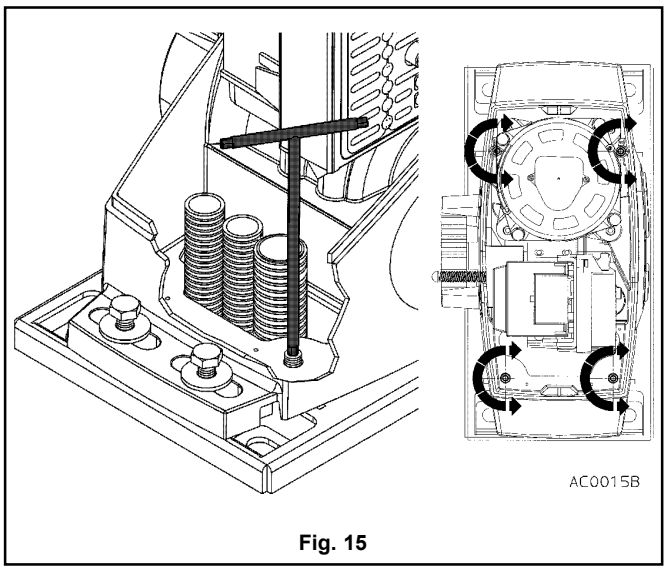
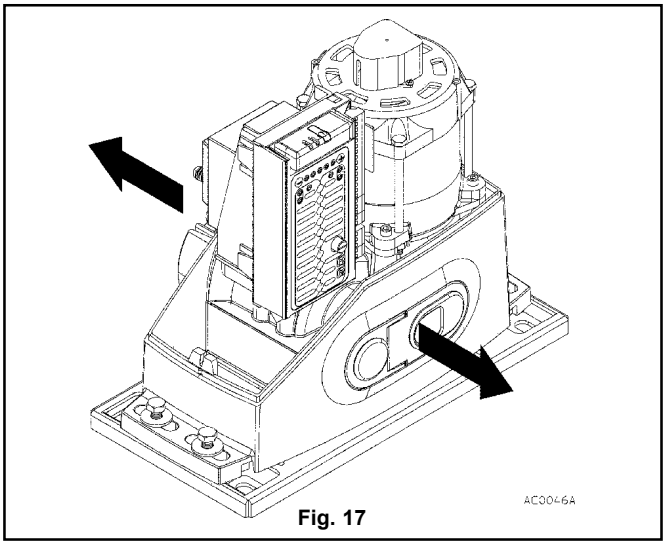
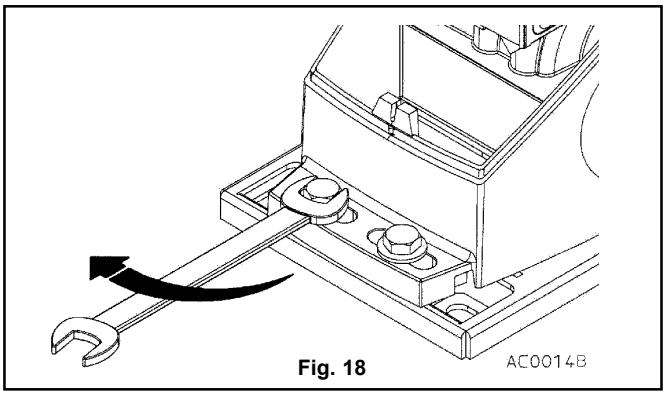
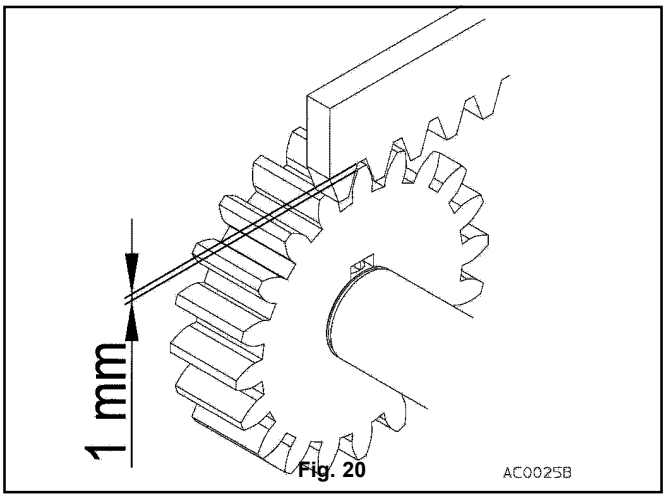

Fig. 15
Fig. 17
Fig. 18
Fig. 20
b) Agire sui 4 grani (fig. 15) fino a farli sporgere dal piano di appoggio del motoriduttore di circa 5 mm.
d) Effettuare la regolazione verticale del motoriduttore agendo sui 4 grani (fig. 15) e metterlo in bolla.
e) Effettuare la regolazione orizzontale e controllare che il motoriduttore sia perfettamente parallelo al cancello, spostandolo lateralmente come indicato in fig. 17.
f) Una volta che il motoriduttore è stato posizionato correttamente, fissarlo bloccando le 4 viti M10 e relative rondelle con una chiave fissa (fig. 18) o una a tubo. Rimontare i coperchi dei piedini di fissaggio.
e) Assicurarsi che tra il pignone e la cremagliera vi sia un gioco di circa 1 mm (fig. 20) per evitare di sforzare il pignone e quindi il riduttore.
i) Se la distanza tra cremagliera e pignone non è rispettata (gioco 1 mm circa, fig. 20), allentare di 2/3 giri le viti M10 di bloccaggio (fig. 18) e agire sui quattro grani (fig. 15) fino a ottenere la distanza corretta. Se necessario regolare il centraggio del pignone rispetto all'asse della cremagliera: avvicinare o allontanare il motoriduttore dal cancello facendolo scorrere sulla piastra di ancoraggio (fig. 17).
j) Trovata l'esatta posizione, ribloccare saldamente le 4 viti M10 (fig. 18).
d1) In particolare assicurarsi che tra il pignone e la cremagliera vi sia un gioco di circa 1 mm (fig. 20) per evitare di sforzare il pignone e quindi il riduttore.